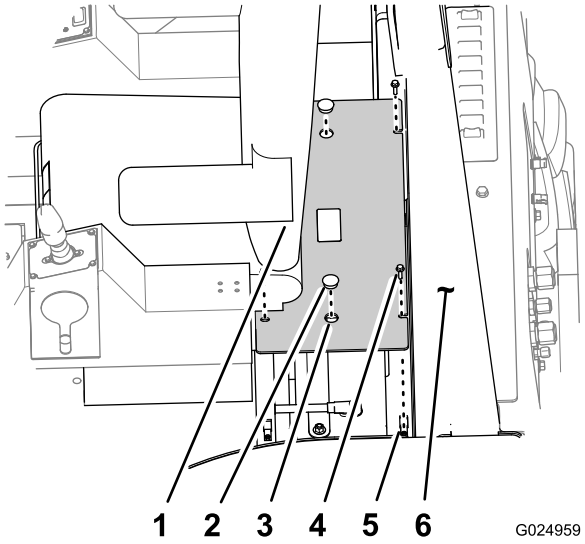

Figura 76
3. Retire los 4 pernos que sujetan la tapa de la batería a la plataforma del ROPS (Figura 76).
1. Alinee los taladros de las pestañas de montaje de la tapa de la batería con las tuercas de chapa de la plataforma del ROPS, alrededor de la batería (Figura 76).
2. Sujete la tapa de la batería a la plataforma del ROPS con los 4 pernos (Figura 76).